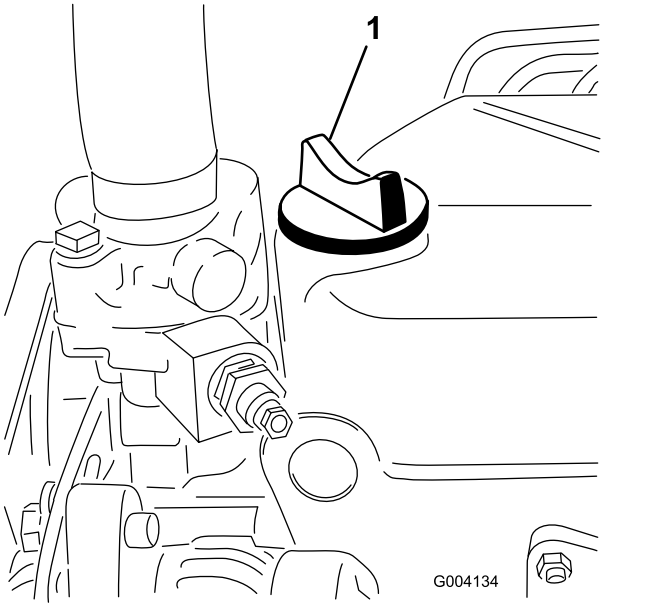

图45
5. 如果油位低于“已满”标记应取下加油盖图45添加机油直至油位达到量油尺上的“已满”标记。